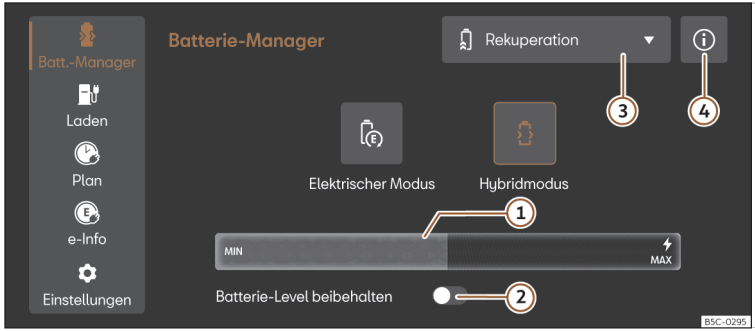

Abb. 116 Im Infotainment-System: Menü Batterie-Manager
- Wählen Sie im Infotainment-System **Elektrischer Betriebsmodus** oder **Hybrid-Modus**. Weitere Informationen zu dem Betriebsmodus finden Sie in ⓘ >>> **(Abb. 116)** ④.
Legende zur ››› **(Abb. 116)**: